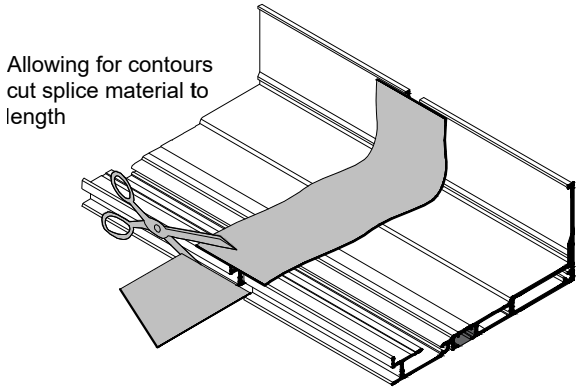
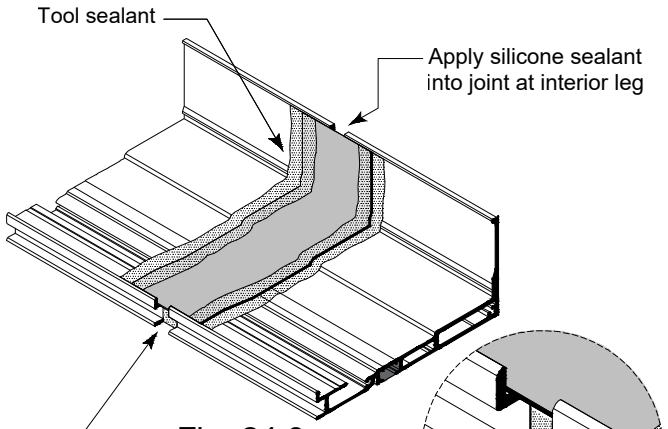

Fig. 24.1
Fig. 24.3
For openings wider than 24', the sill flashing must be spliced at the centerline of a D.L.O. Splice joint should be 3/8" wide. SEE Fig. 24.1 - Fig. 24.3 for sill flashing splice details.
B. Lay silicone sheet into sill flashing at splice location and cut to length. SEE Fig. 24.1.
E. Set splice sleeve in place and tool sealant. Seal front and back joints. SEE Fig. 24.3.